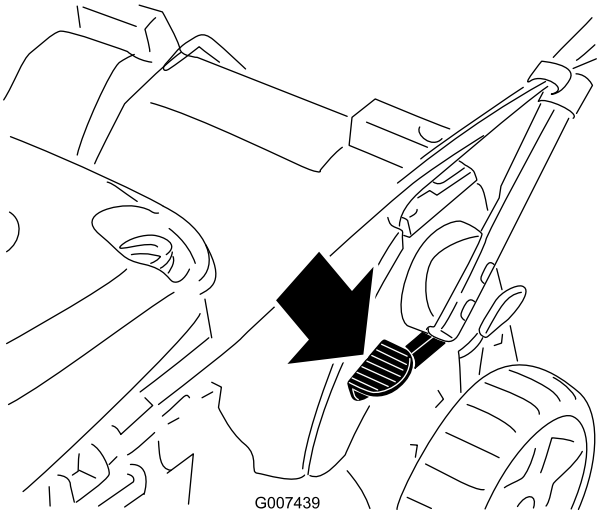

Figur 47
1. Trampa på fotpedalen och håll den nere (Figur 47).